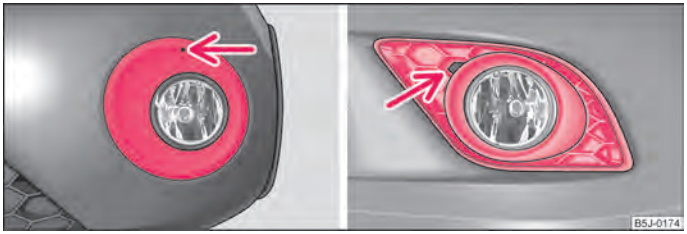

Fig. 162 Paraurti anteriore: Fabia Scout / Fabia RS
– Nell'apertura sopra ai fendinebbia ⇒ fig. 162 - lato sinistro inserire la staffa in metallo dell'attrezzatura di bordo e sfilare la copertura.
– Introdurre un dito nell'apertura vicino al fendinebbia ⇒ fig. 162 - lato destro e sfilare la copertura.